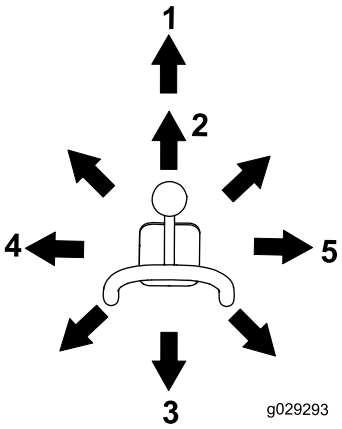

Figuur 11
- Om het werktuig naar voren te kantelen, beweegt u de hendel langzaam naar rechts (Figuur 11).
- Om het werktuig naar achteren te kantelen, beweegt u de hendel langzaam naar links (Figuur 11).
- Om de armen omlaag te brengen, beweegt u de hendel langzaam naar voren (Figuur 11).
- Om de armen omhoog te brengen, beweegt u de hendel langzaam naar achteren (Figuur 11).
- Om de armen omlaag te brengen naar de zweefstand, beweegt u de hendel volledig naar voren (Figuur 11).